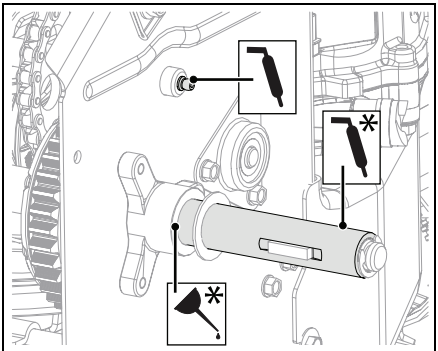

Figure 14
2. Lubricate as shown in See Figures 14 and 15.